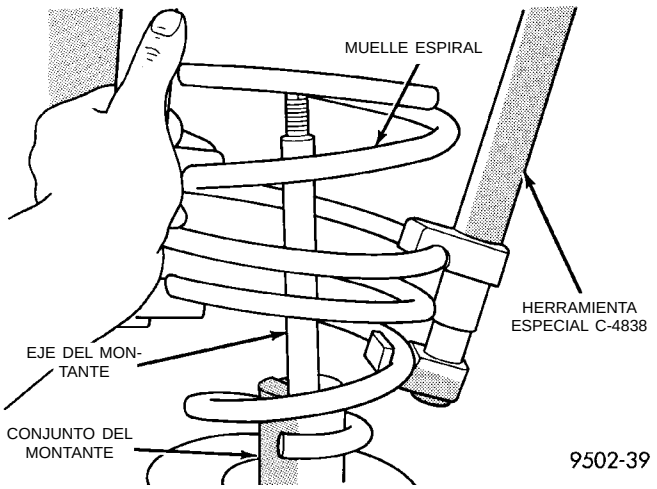

Fig. 65 Muelle espiral del conjunto del montante
(8) Retire el muelle espiral del conjunto del montante (Fig. 65). **Marque los muelles izquierdo y derecho para volver a instalarlos del lado correcto del vehículo.**
(2) Instale el anillo de muelle comprimido en el montante. El muelle espiral debe instalarse con la vuelta más pequeña hacia abajo, de manera que pueda calzar correctamente en el conjunto del montante (Fig. 65).